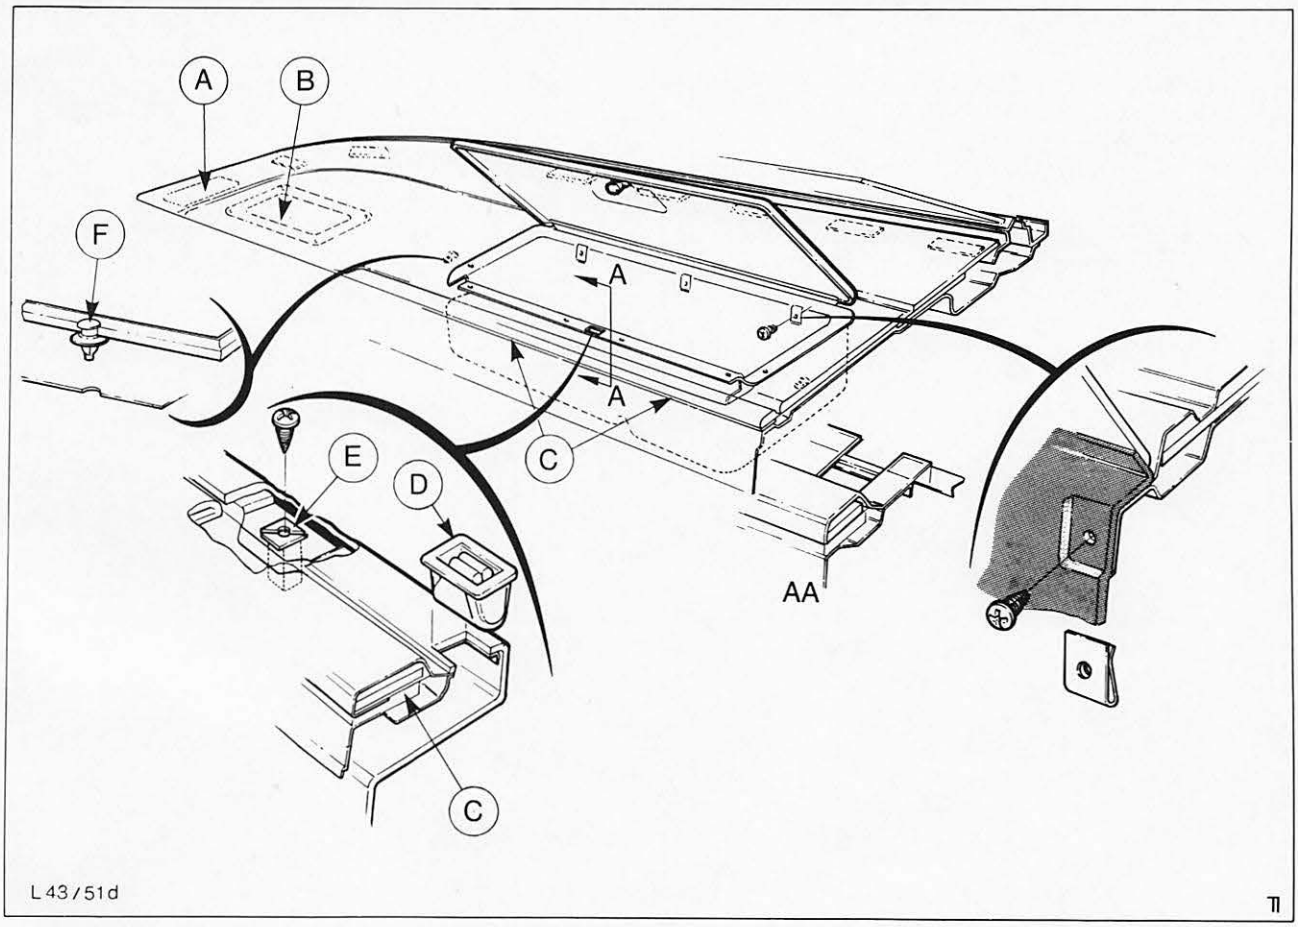

Abb. 40 Hutablage
2. Zwei Haltezapfen aus der Mitte der Hutablage entfernen und Hutablage abnehmen, Abb. 40.